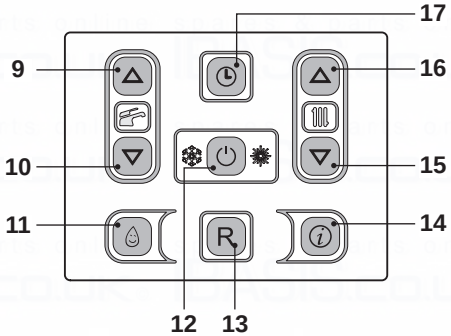

Fig. 2.11
Enter “programming mode” by holding down keys 16 and 17 for 5 seconds (Fig. 2.11).
Press keys 9 or 10 (Fig. 2.11) to select individual days 1, 2, 3, 4, 5, 6, 7, or if you want to select a group of days, hold down key 9 until groups (1-5) (1-6) (1-7) (6-7) are displayed (flashing), then confirm by pressing key 12.